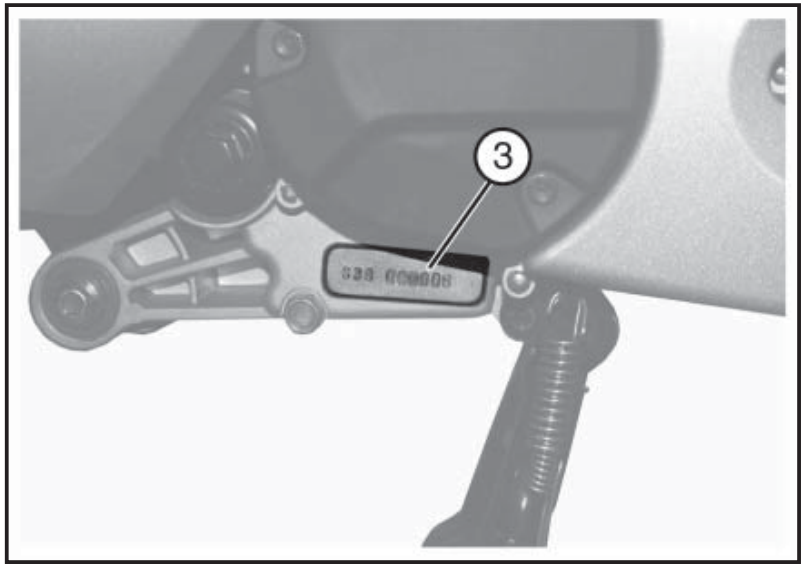

Fig. 02 *QSI0030*
- Il numero di motore «**3 - Fig. 02**» è stampigliato sul carter del motore.